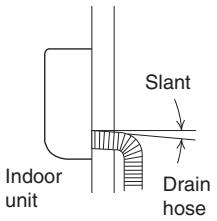

Fig. 3-35
a) The drain hose should be slanted downward to the outdoors. (Fig. 3-35)